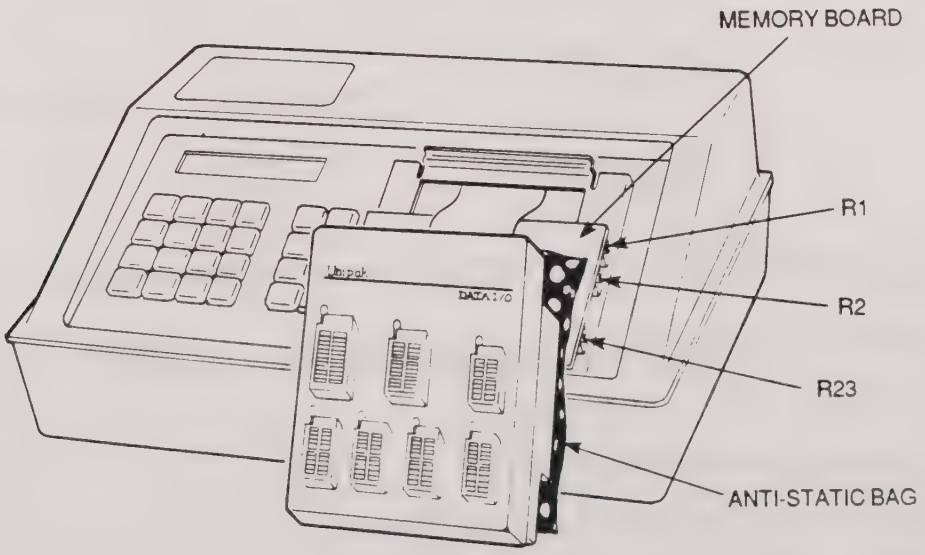

Figure 5. Memory Board Position for Calibration
5. Install the UniPak 2 or 2B in the programmer as shown in figure 5.
6. Place the bag the memory board came in between the memory board and the front panel to prevent contact between the memory board and the front panel (as shown in figure 5).